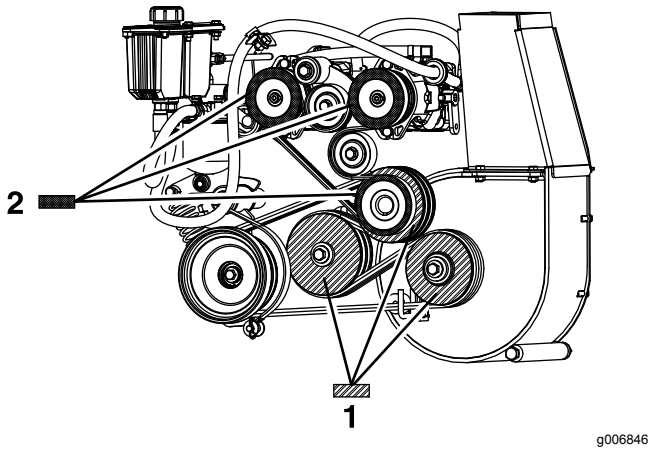

Figur 66
8. Utgå från blåsarens remskiva när du ska mäta och flytta motorn och mellanaxeln tills alla tre remskivornas baksidor är i linje inom 0,8–1,6 mm (Figur 66).
4. Använd en riktskena och rikta in varje pumpskiva efter motorremskivan genom att skjuta pumpskivan längs pumpaxeln (Figur 66).